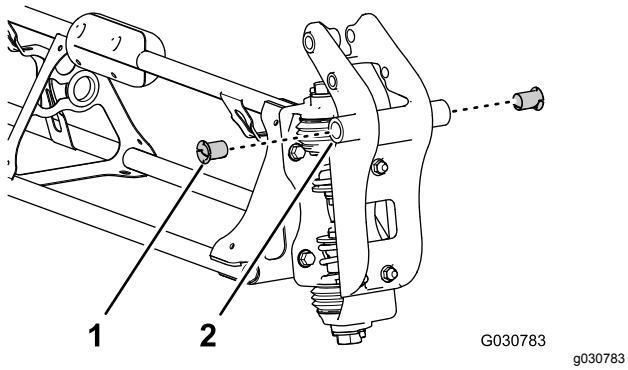

Figur 122
2. Indsæt en nylonflangebøsning i hvert af de 31,8 mm huller, der er i hver side af drejefittingen (Figur 122).